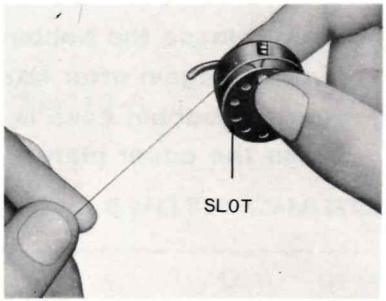
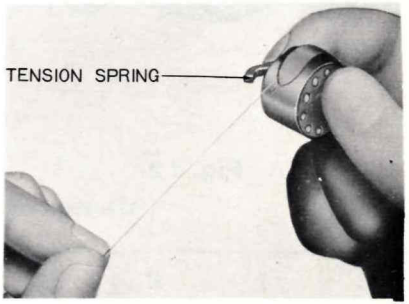

Fig. 10
Fig. 11
Step 2. Insert bobbin into bobbin case, pull the thread into the slot of the bobbin case as shown in Fig. 10, and draw it under the tension spring and into the fork-shaped opening of the spring as shown in Fig. 11.